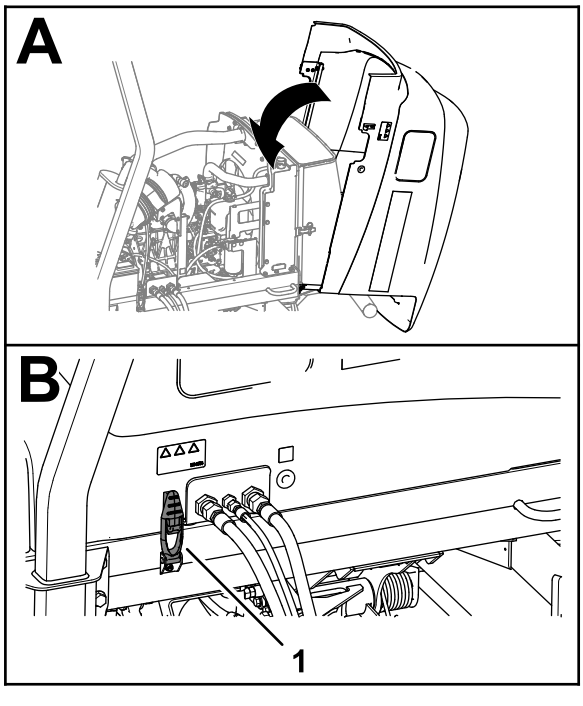

Рисунок 94
1. Осторожно поверните капот, чтобы закрыть его (Рисунок 94).